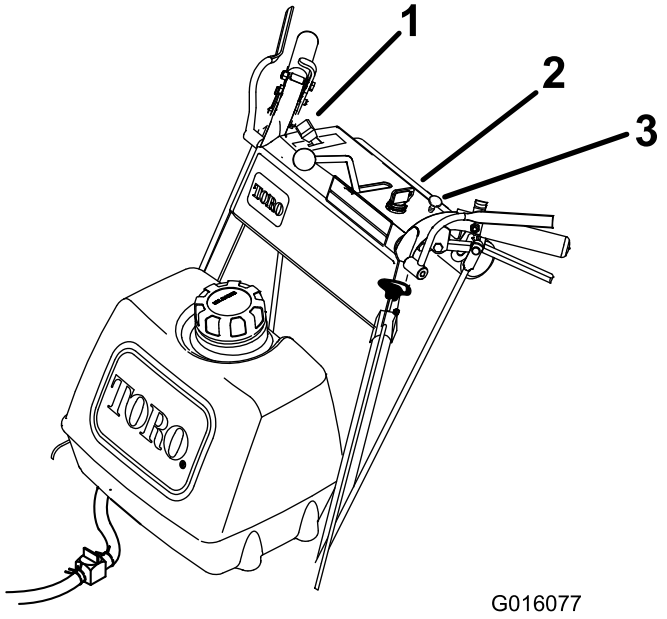

Figur 9
11. Flytta choken till det avstängda läget i takt med att motorn värms upp (Figur 9).
2. Flytta gasreglaget till det långsamma läget (Figur 9).